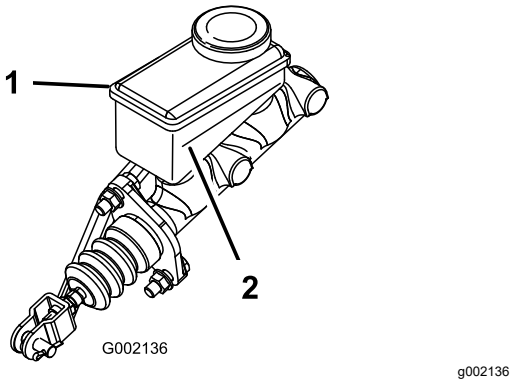

Figura 55
3. Observe o nível do fluido na parte lateral do reservatório (Figura 55).
B. Adicione fluido dos travões DOT 3 ao reservatório até o nível do fluido estar acima da linha de mínimo (Figura 55).